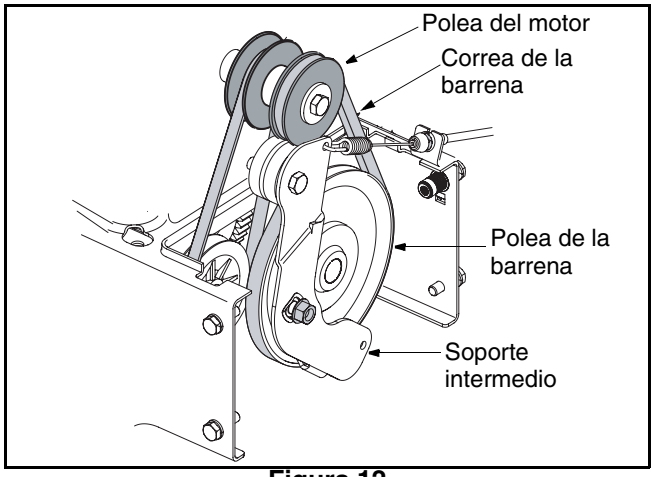

Figura 12
1. Deslice la correa frontal de la barrena hasta sacarla de la polea del motor presionándola entre el soporte intermedio y la polea del motor. Ver Figura 12 .